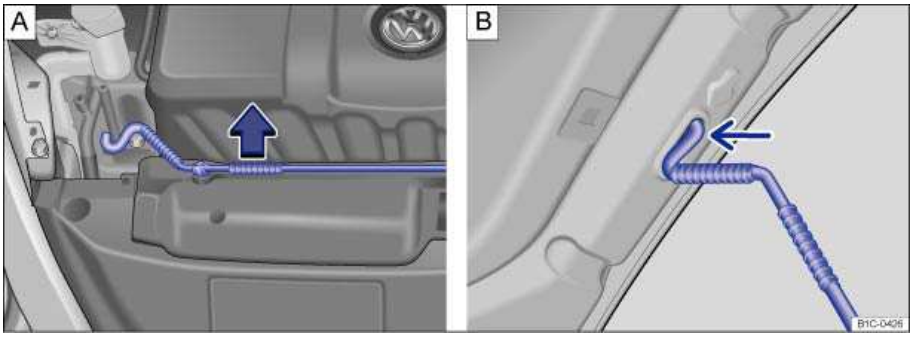

Fig. 139 A: In the engine compartment: Bracket for hood support. B: Hood propped open.
- Pull the hood support out of its bracket in the direction of the arrow ⇒ fig. 139 **A** and insert it into the opening in the hood **B** (arrow).